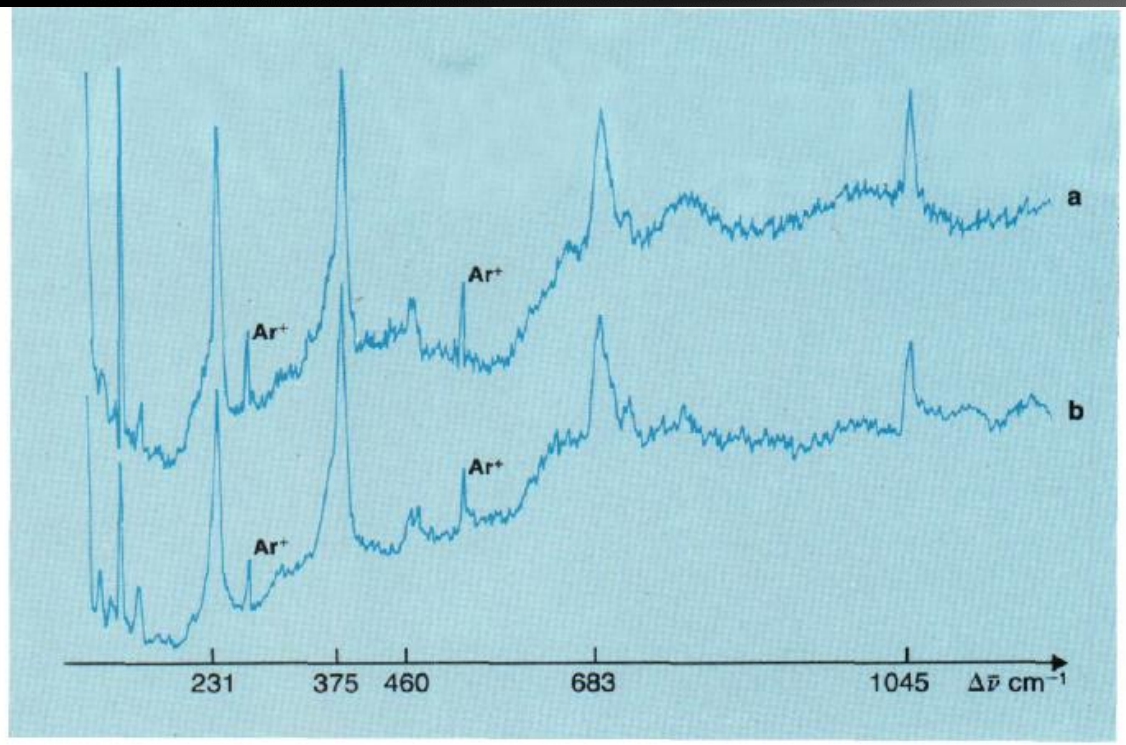

Figure 7. Raman spectra obtained from a) precious Chinese vase, b) specimen of serpentine
Figure 7. SER spectra of (a) pastel stick no. 7 and (b) sample no. 10 "fleshtone in face" from Mary Cassatt's "Sketch of Margaret Sloane, Looking Right" (multiplied by 10 for ease of comparison). Peaks which are characteristic for the unidentified red pigment, which also appears in pastel stick no. 7, are labeled. Peaks due to lead white (LW) and chrome yellow-orange (C Y-O) are also labeled.